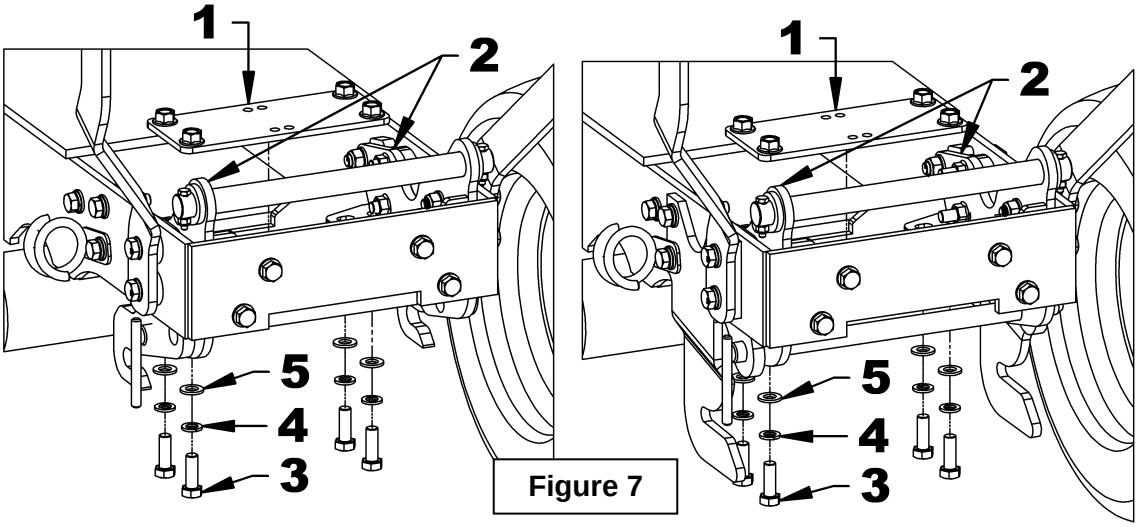

Figure 7
1. Gather the items listed in the table of figure 7.
2. **Figure 7:** Insert the support reinforcement (item 1) between the two supports (item 2) Attach without tightening with four M12 x 1.75 x 35mm hex bolts (item 3), four ø12mm lockwashers (item 4) and four flat washers ø12mm (item 5).